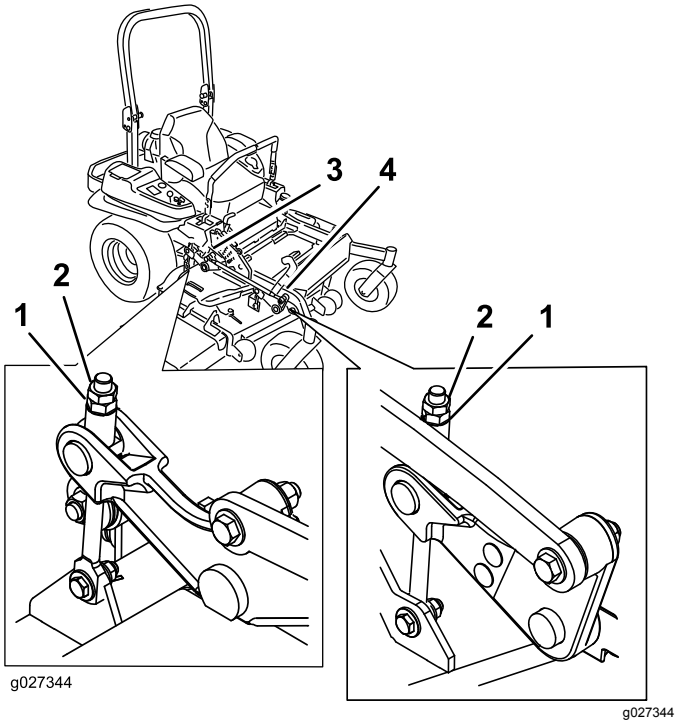

Figure 108
10. Ajustez précisément le serrage de l'écrou de réglage sur l'ensemble de levage du plateau avant (Figure 108).
16. Ajustez précisément la vis de réglage en la tournant de manière à obtenir une hauteur de 83 mm (Figure 108).